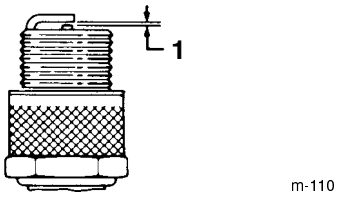

Figure 24
5. Set the gap on the plug to 0.032 in. (0.81 mm) (Fig. 24).